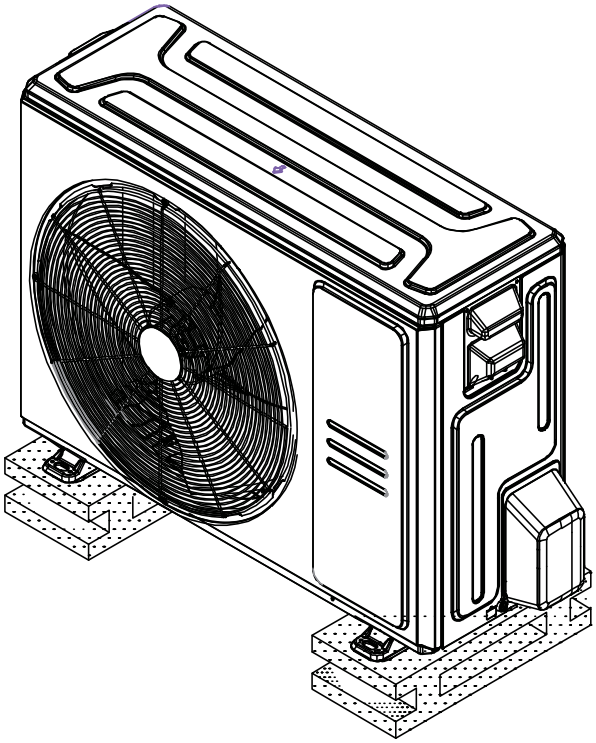

Fig. 2 — Outdoor Unit
- **Figure 2 is only a sketch. The actual model may differ slightly.**